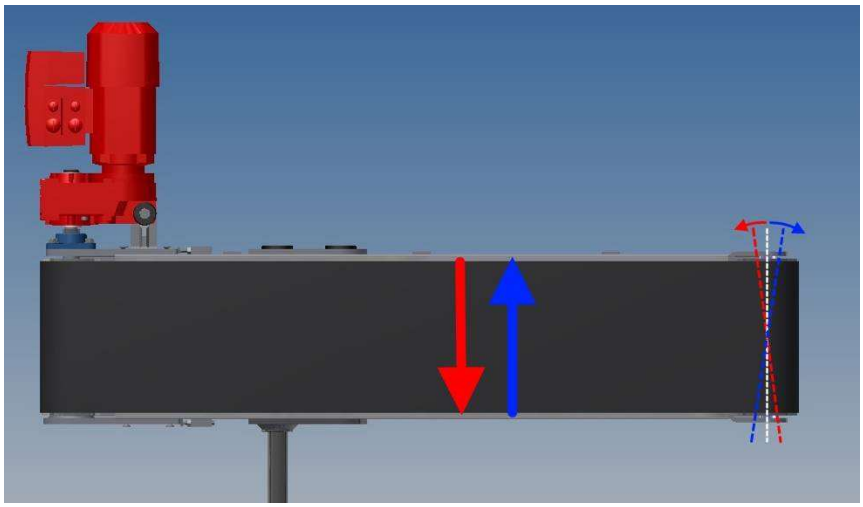

Figura 93: regolazioni per l'allineamento del tappeto.
- se il movimento verticale prosegue, effettuare dei piccoli aggiustamenti (anche asimmetrici) sul rullo di rinvio per contrastare tale movimento, agendo come indicato in Figura 93.